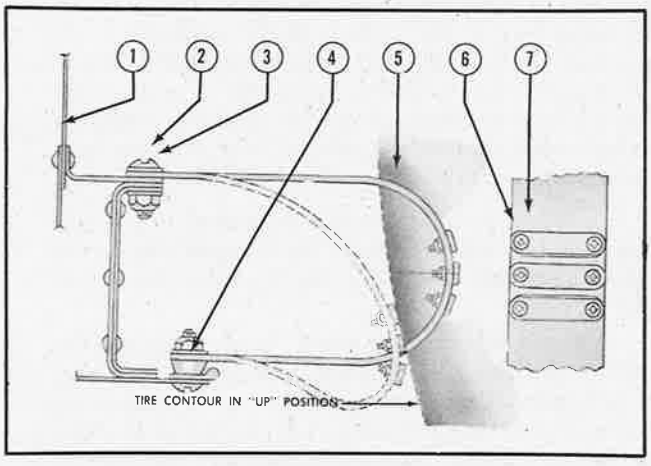

Figure 181—Flight Wheel Brake Assembly
(e) FLIGHT WHEEL BRAKE. *(See figure 181.)*
4. INSTALLATION.—To install the flight wheel brake, refer to figure 181.
(7) TIRES AND TUBES.